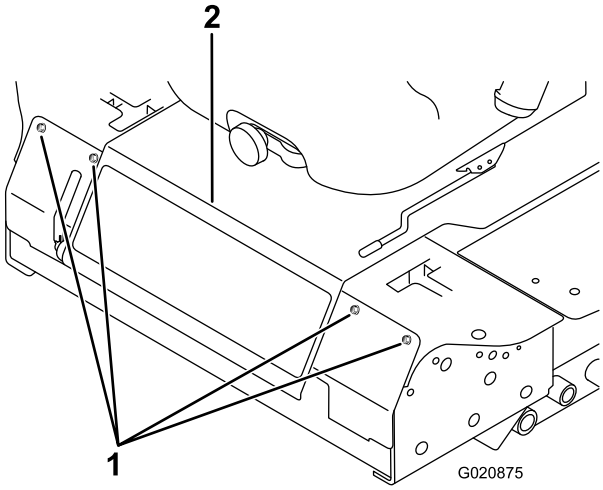

**Rysunek 56**
3. Usuń śruby mocujące panel przedni i zdejmij go (Rysunek 56).